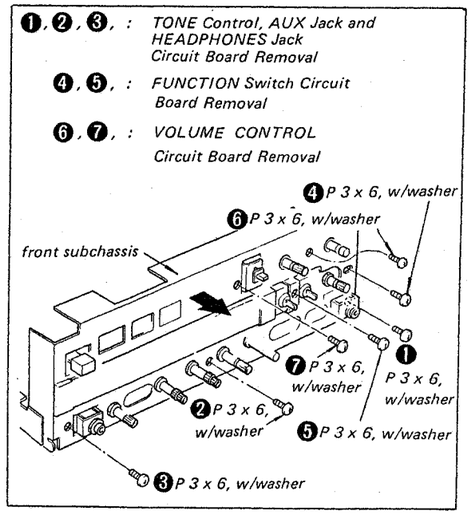

Fig. 2-5.
2. Remove three screws ( ❶ – ❸ ) as shown in Fig. 2-5.
2. Remove two screws (❹, ❺) as shown in Fig. 2-5. After removing the circuit board from the front subchassis, replace the defective switch.
2. Remove two screws (❻, ❼) as shown in Fig. 2-5. After removing the circuit board from the front subchassis, replace the defective control.